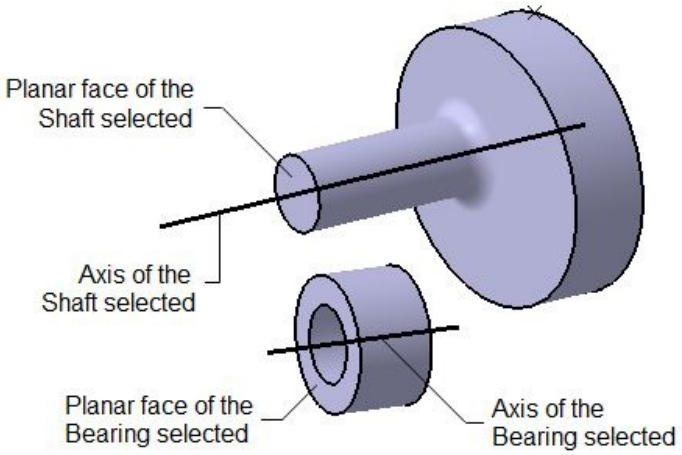

Figure 16-84 *Planes and Axes selected for applying the Revolute joint*
2. Select the central axis of the Bearing, as shown in Figure 16-84; you are prompted to select the second line.
3. Select the central axis of the shaft of the Cam, refer to Figure 16-84; you are prompted to select the first plane.
4. Select the planar face of the Bearing, refer to Figure 16-84; you are prompted to select the second face.
5. Select the planar face of the shaft, refer to Figure 16-84.
6. Next, select the **Offset** radio button in the **Joint Creation: Revolute** dialog box and set the value of the **Offset** spinner to **10**. Note that orientation should be the same as shown in Figure 16-84.